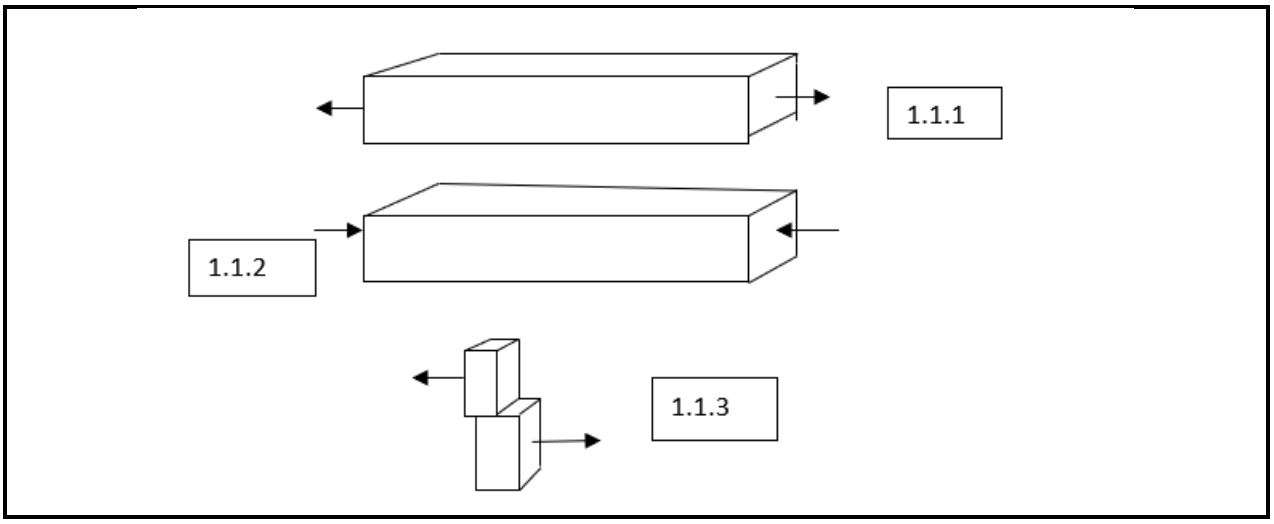

FIGURE 1
1.1 Name the strength that occurs in each of the concrete structures shown in FIGURE 1, ADDENDUM B (attached) by writing only the answer next to the question number (1.1.1–1.1.3) in the ANSWER BOOK. (3)